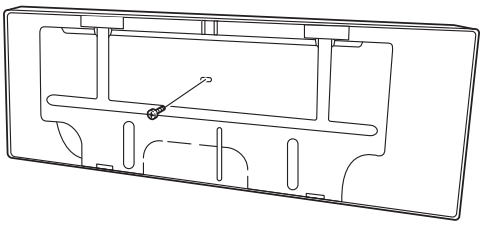

Fig. 2-199
(1) Remove and discard the set screw on the rear panel. (Fig. 2-199)